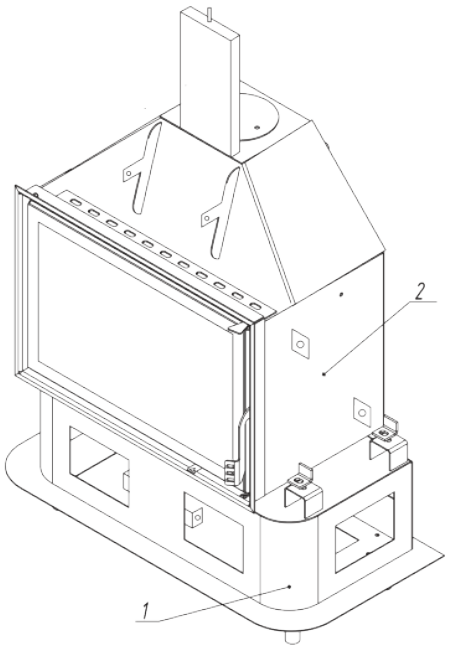

Рис. 1
1. Основание 1 топочная камера 2 поставляются заводом-изготовителем в собранном виде (Рис. 1)